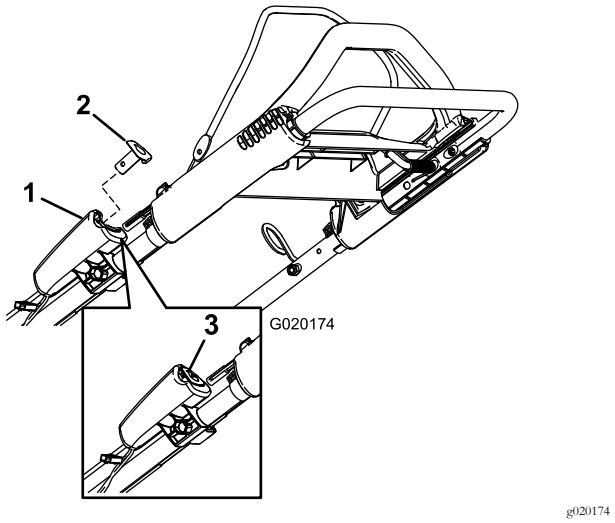

Figure 17
2. Appuyez sur le bouton de démarrage électrique jusqu'à ce que le moteur démarre (Figure 17).
Remarque: Si vous avez retiré le bouton de démarrage électrique, insérez-le dans le démarreur électrique; voir Figure 17.